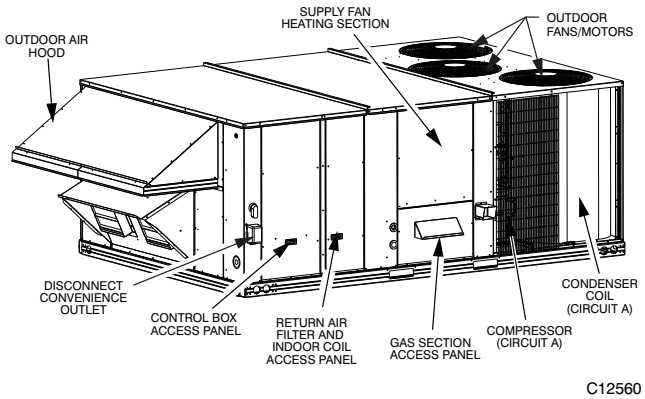
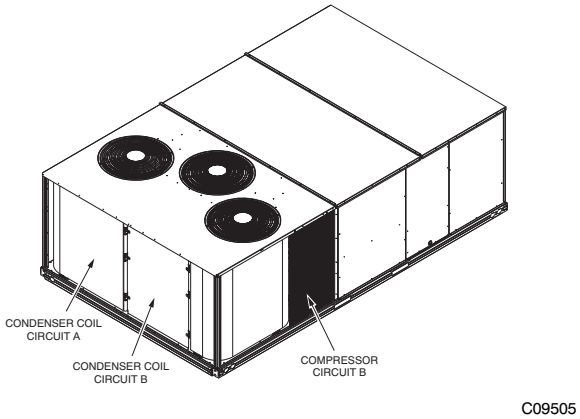

Fig. 1 – Access Panels and Components, Front
Fig. 2 – Typical Access Panel Locations, Rear
Fig. 1 and Fig. 2 show general unit arrangement and access locations.
Return air filters are disposable fiberglass media type. Access to the filters is through the small lift–out panel located on the rear side of the unit, above the evaporator/return air access panel. (See Fig. 1.)
1. Remove the return air filter and indoor coil access panel. See Fig. 1.
Outside air hood inlet screens are permanent aluminum–mesh type filters. See Fig. 2. Inspect these screens for cleanliness. Remove the screens when cleaning is required. Clean by washing with hot low–pressure water and soft detergent and replace all screens before restarting the unit. Observe the flow direction arrows on the side of each filter frame.